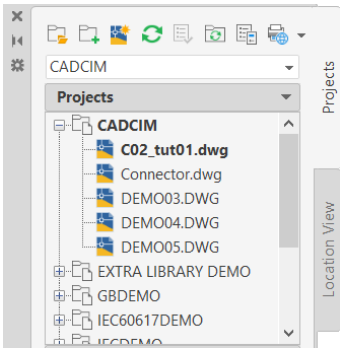

Figure 2-69 *The* ***PROJECT MANAGER*** *displaying the* ***CADCIM*** *project with the DEMO02.dwg drawing replaced by the Connector.dwg drawing*
3. Select the *Connector.dwg* drawing from this dialog box and choose the **Select** button; the **Apply Project Defaults to Drawing Settings** message box is displayed. Next, choose the **Yes** button; the *DEMO02.dwg* is replaced with the *Connector.dwg* drawing in the **CADCIM** project, as shown in Figure 2-69.